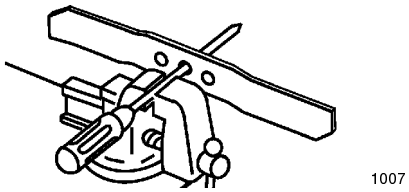

**Figure 31**
1. Check the balance of the blade by placing the center hole of the blade over a nail or screwdriver shank clamped horizontally in a vise (Fig. 31).